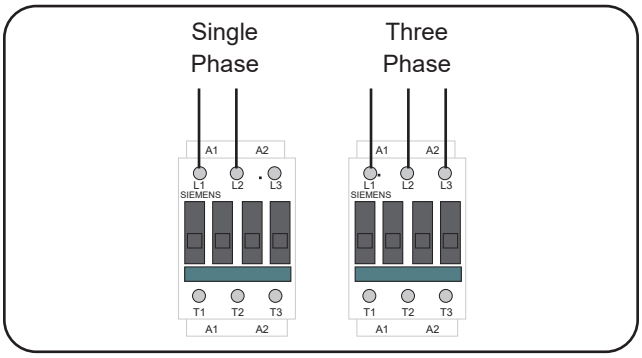

figure 2
1. Electrician to run power from main power line to disconnect at bottom of Pump Station Panel. For single phase use L1 and L2. For three phase use L1, L2 and L3. Place knockouts wherever convenient. **(Fig. 2)**